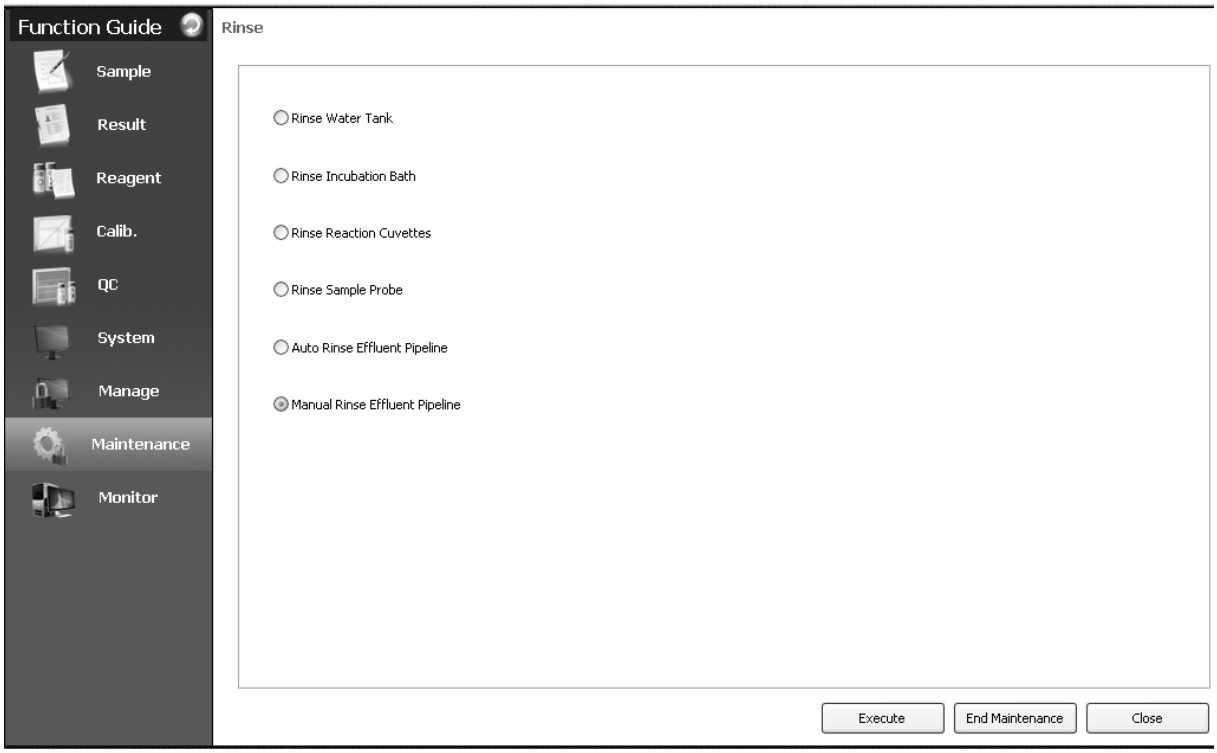

Figure 10-2-12
b)Put Alkaline Detergent in a reagent bottle of 70mL. Make sure the distance between the liquid level and the bottle mouth is 20mm. Insert the No. 2 nozzle in the reagent bottle. Then click "Manual Rinse Effluent Pipeline" in the "Rinse" window, as shown in Figure 10-2-12: